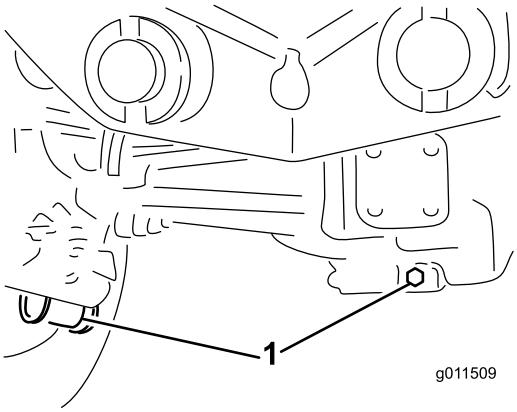

Figura 65
2. Limpe a zona em redor dos 3 tampões de escoamento, 1 em cada extremidade e 1 no centro (Figura 65).